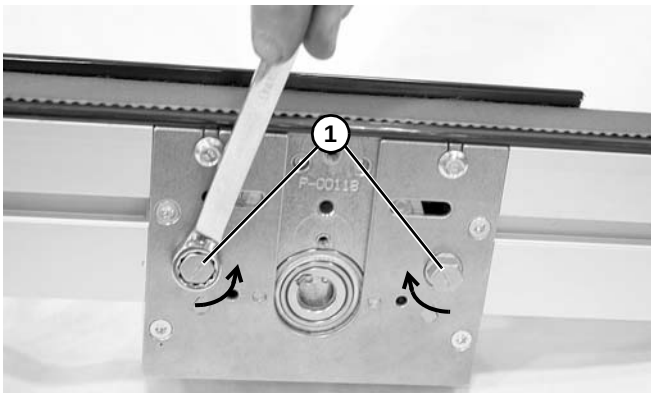

Figure 21
2. Rotate tensioner cams **(Figure 21, item 1)** in the direction indicated to release tension on belt.